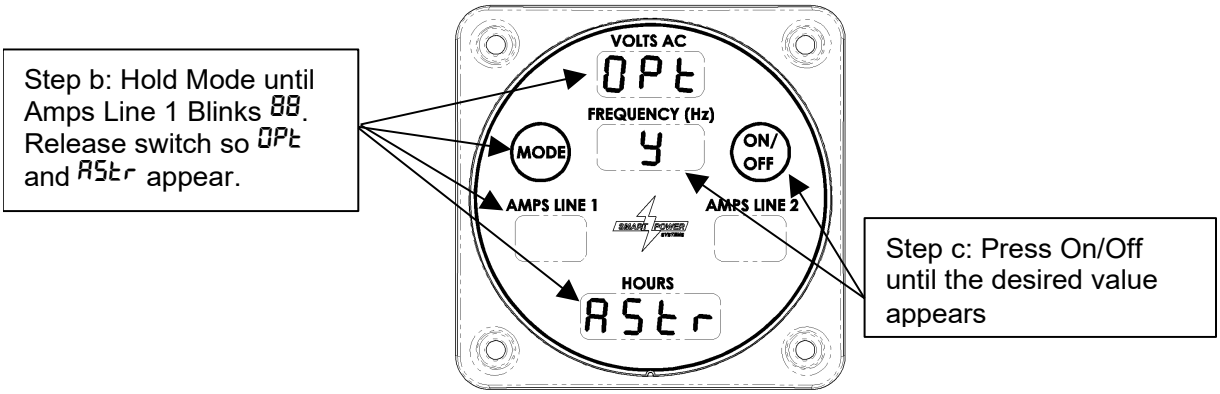

Figure 12 – Enabling Auto-Start
b. Press and hold the Mode switch until the Amps Line 1 field begins blinking 88 (more than 10 seconds). Release the switch so OPt and ASTr appear. Reference Figure 12.